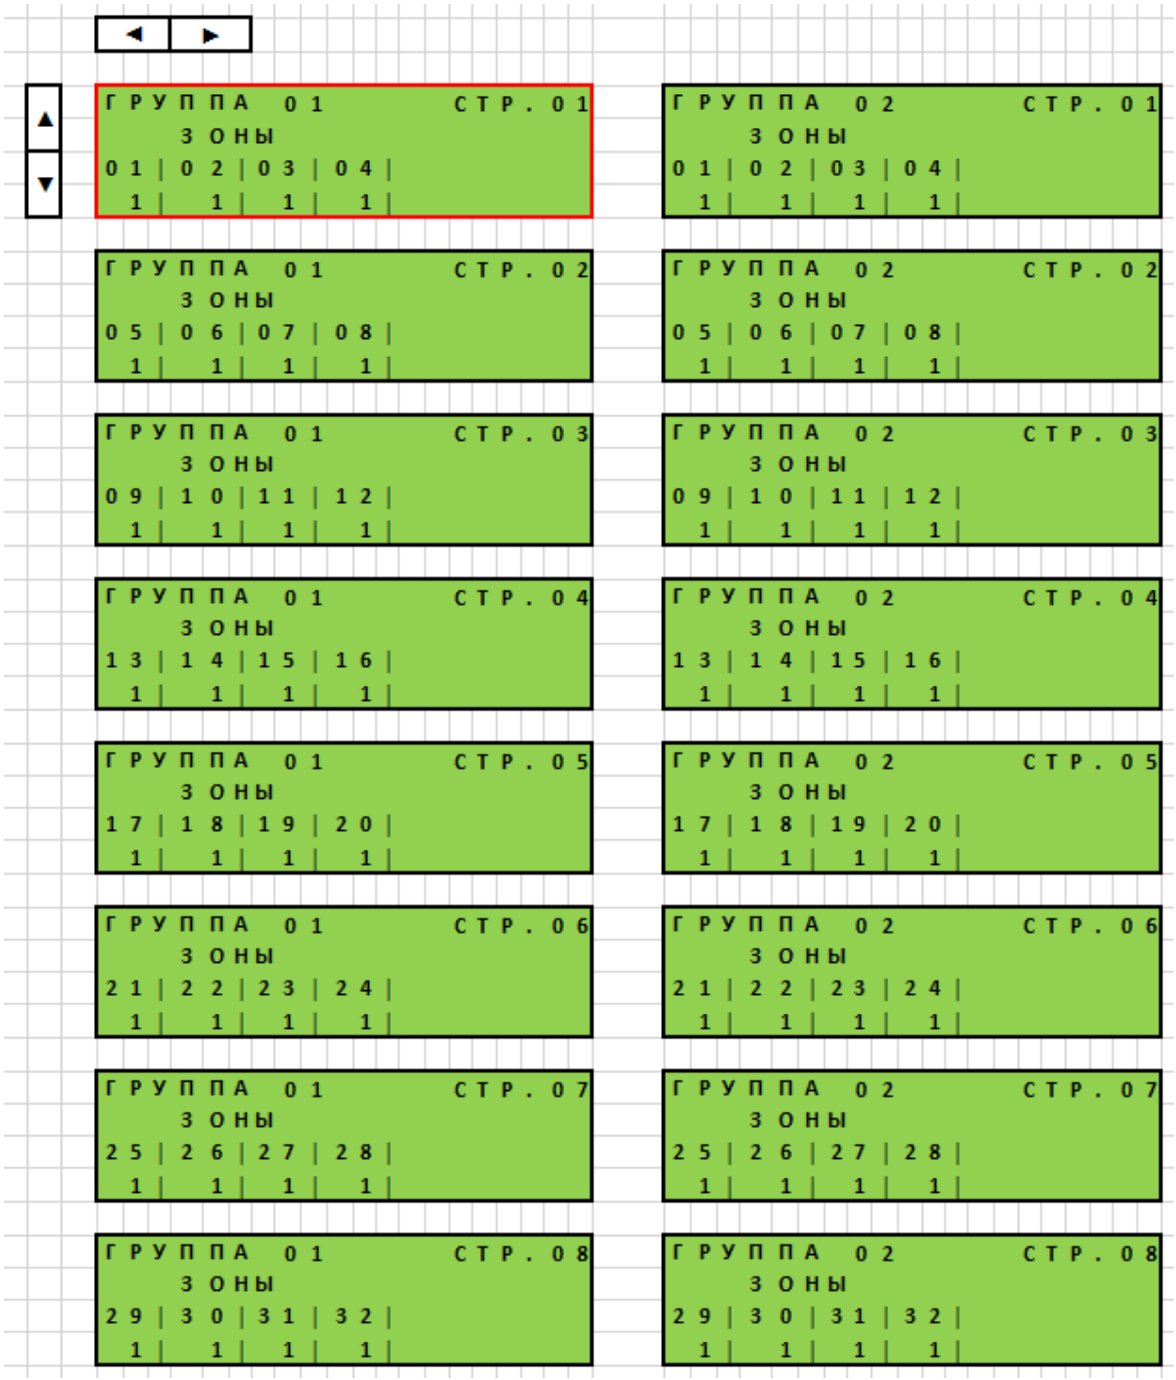

Рис. 3.11
3.4.3. При выборе вкладки «Состав групп» выполняется переход в таблицу списка зон, входящих в группы. См. пример для двух групп на рис.3.11.